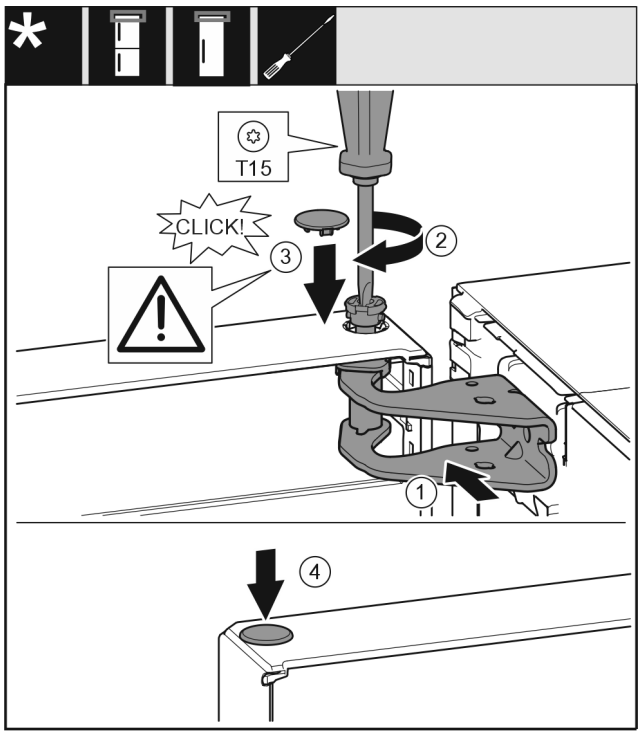

Fig. 21
- ▶ Nolīmeņojiet durvju augšdaļu pret atveri gultņa balstā *Fig. 21 (1)*.
- ▶ Ievietojiet tapu *Fig. 21 (2)* un pieskrūvējiet ar skrūvgriezi.
- ▶ Ievietojiet pārsegu *Fig. 21 (3)*.
- ▶ Pārbaudiet, lai pārsegs *Fig. 21 (3)* piekļautos pie durvīm.
- ▶ Ievietojiet pārsegu *Fig. 21 (4)*.